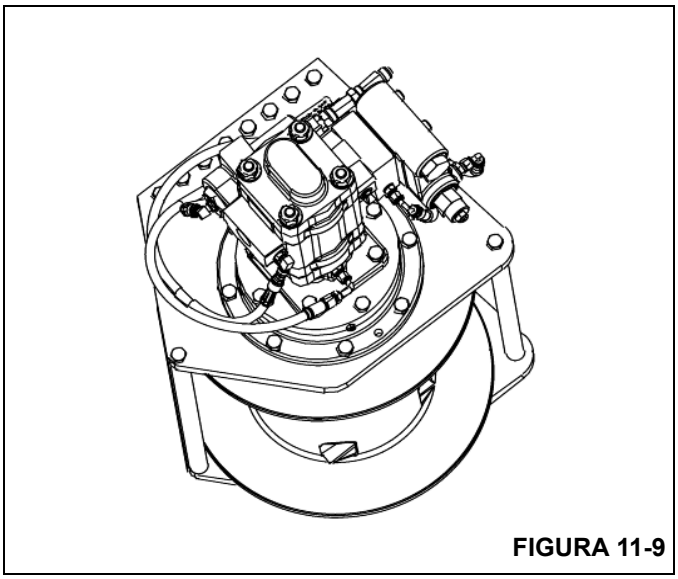

FIGURA 11-9
1. Apoye el malacate sobre su extremo, con el motor hacia arriba. Coloque bloques debajo de la placa lateral de manera que el peso del malacate no se apoye sobre el eje (Figura 11-9).